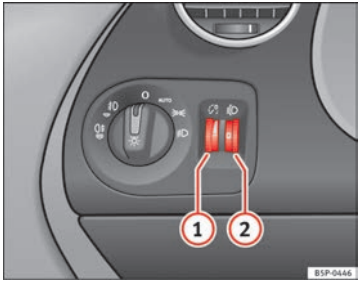

Fig. 72 Plancia portastrumenti: regolatori dell'intensità di illuminazione degli strumenti e degli interruttori e regolatore assetto fari
Quando le luci sono accese è possibile regolare l'intensità di illuminazione degli strumenti e degli interruttori servendosi della rotella zigrinata ⇒ fig. 72 (1).